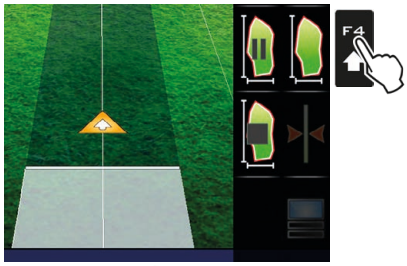

Rys. 402
- Nacisnąć klawisz **FUNC**, a następnie **F4**: brzeg pola nie będzie już rysowany (Rys. 402);